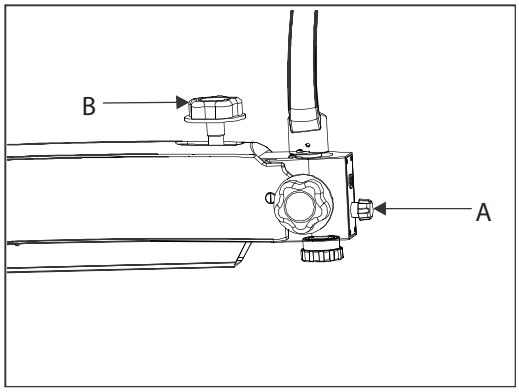

Fig. 10
Il est situé à l'avant du bras de suspension, indiqué comme (A) sur la figure 10. La luminosité du champ de vision peut être ajustée selon le confort de l'utilisateur à l'aide du bouton de commande de l'intensité.
Ce bouton vous permet de verrouiller le mouvement du bras pivotant à la position souhaitée après avoir initialisé la mise au point de la zone d'observation en le tournant dans le sens des aiguilles d'une montre. Le bouton est indiqué comme (B) sur la figure 10.